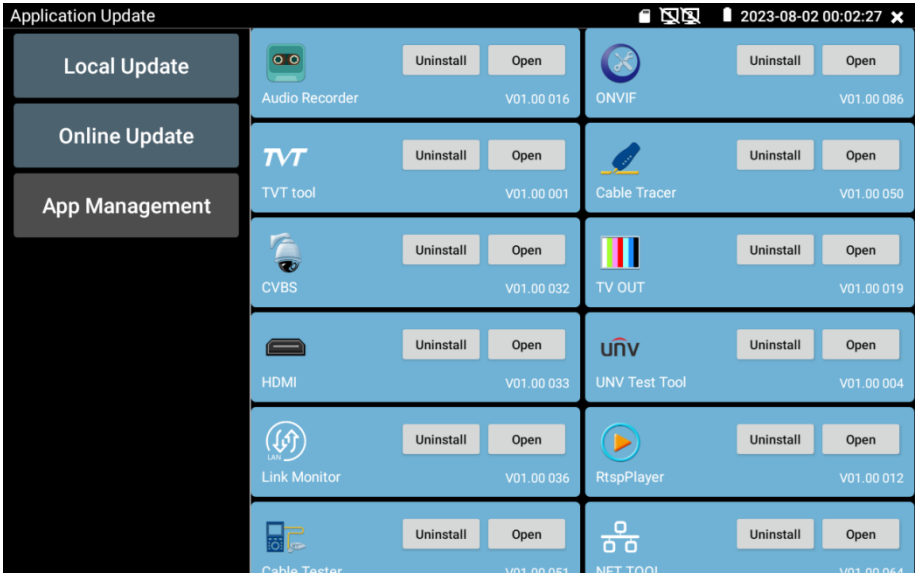

Рис. 186 Интерфейс приложения Application Update
1. Скопируйте файл приложения или прошивки, заранее полученный через обращение к тех.поддержке WWW.TEZTER.RU на карту памяти в директорию Update. Если такой директории на карте памяти нет, создайте ее самостоятельно. Найдите ярлык приложения Application Update (Обновление приложений) на рабочем столе тестера и запустите его, рис. 186